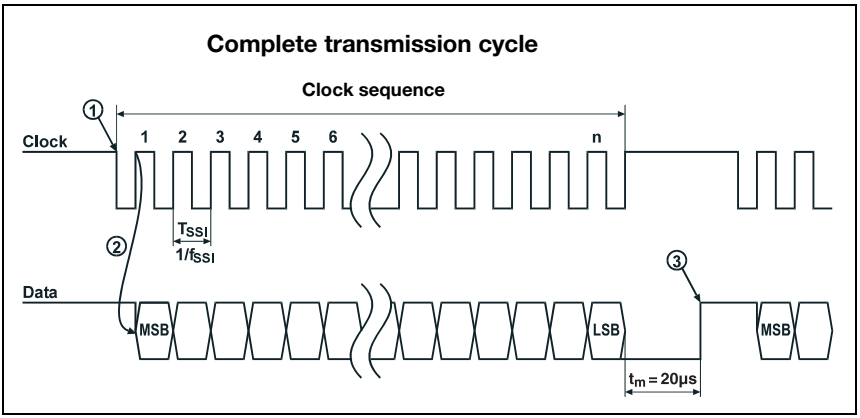

Figure 9.1: SSI data transmission sequence diagram
In the quiescent state, both the clock line as well as the data line are at HIGH level. At the first HIGH-LOW edge (point ① in figure 9.1) the data in the internal register are stored. This ensures that the data are not changed during serial transfer of the value.
When the next clock signal change from LOW to HIGH level (point ② in figure 9.1) occurs transmission of the position value begins with the most significant bit (MSB). With each subsequent change of the clock signal from LOW to HIGH level, the next least-significant bit is transmitted on the data line. After the least significant bit (LSB) has been output, the clock signal switches from LOW to HIGH for one last time and the data line switches to LOW level (end of transmission).
A monoflop retriggered by the clock signal determines the time span before the SSI interface can be called for the next transmission. This results in the minimum pause time between two successive clock cycles. If time tm = 20µs has elapsed, the data line is returned to the quiescent level (HIGH) (point ③ in figure 9.1). This signals completed data communication and that the device is again ready for transmission.